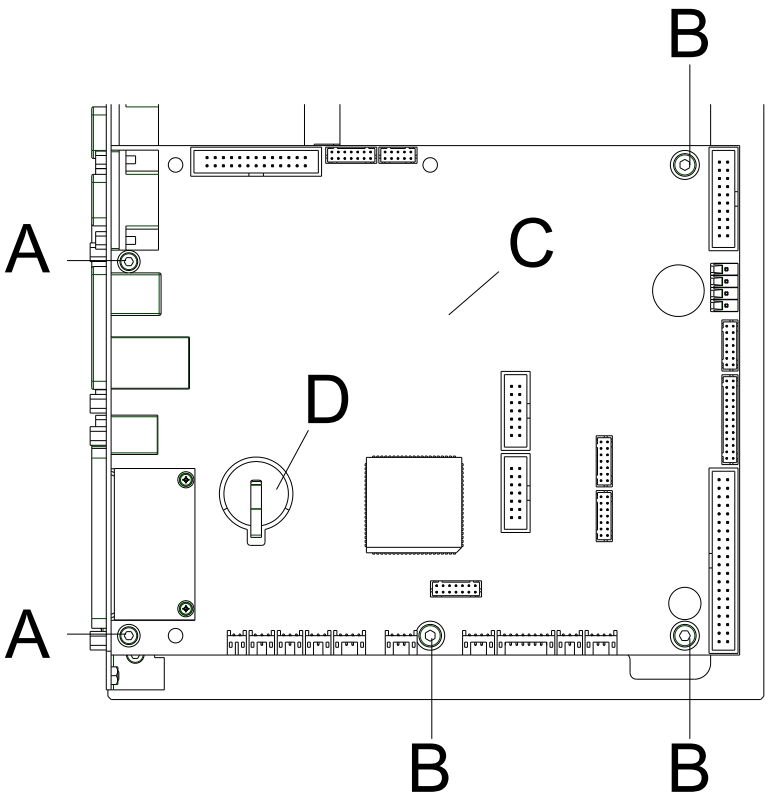

Figura 6
3. Inserire una cellula nuova (CR 2032) nel supporto (D, Figura 6).